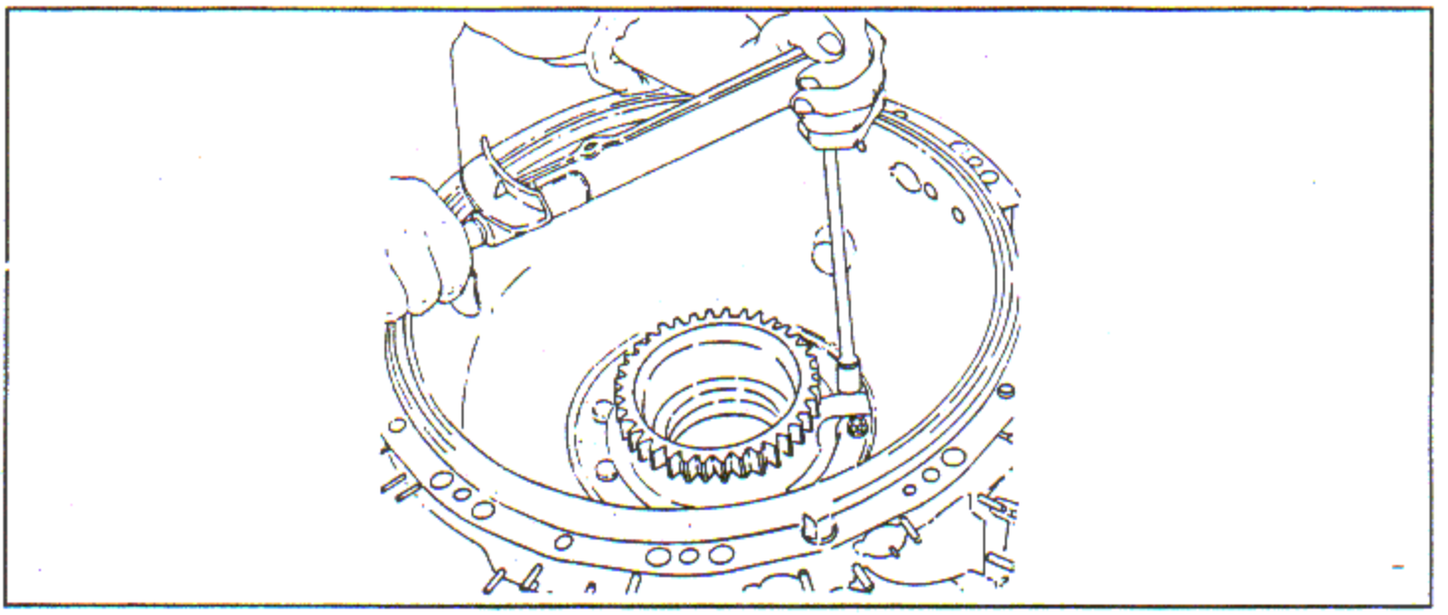

Figure 7-8. Torquing Stationary Reduction Gear Slotted Nuts (R1820-76 Series, -86A, -86B)
e. Install two of the stationary reduction gear bolts temporarily to center the gear and guard ring. Torque the slotted nuts to the value specified in reference 901, Table of Limits, Section IX. See figure 7-8. Lockwire the slotted nuts to the holes in the guard ring. Remove the two bolts.